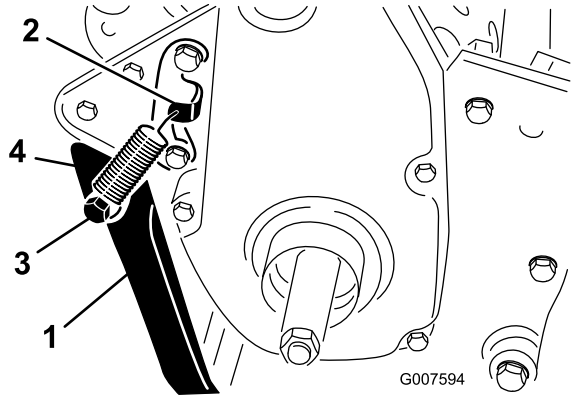

Figur 6
2. Haka fast fjädern i hålet i fjäderfästet och på fjädertappen samtidigt som du passar in stödet efter monteringshålen i den bakre ramen (Figur 6).
3. Montera stödet på båda sidor om ramen med en skruv, låsbricka, distansbricka, planbricka och låsmutter (Figur 6).